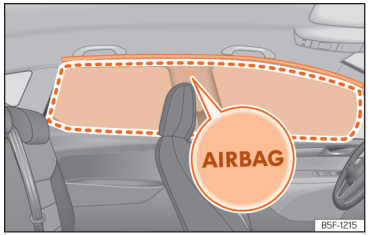

**Fig. 33** Location and deployment area of the head-protection airbag.
Head-protection airbags are on both sides of the passenger compartment, above the doors ››› Fig. 33 and their location is indicated with the word "AIRBAG".
The framed area is covered by the head-protection airbag when it is deployed (deployment area) ››› Fig. 33. Therefore, objects should never be placed or mounted in this area ››› ⚠.
- **Ensure that children are correctly seated in their seats and that their heads are not in the deployment zone of the head airbags ››› Fig. 33, as deploying airbags could hit them and cause serious injury.**